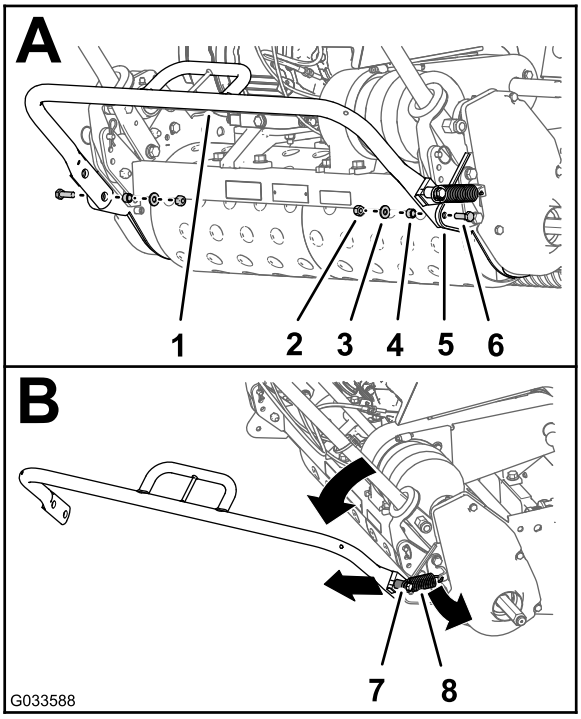

Figur 2
1. Fjern låsemøtrikken, spændeskiven, afstandsklodsen og skruen (5/16 x 1 tomme), der fastgør hver side af støttebenet til sidepladerne (A i Figur 2), med støttebenet i hævet position.
2. Fjern fjederen fra fjederstangen (1 tomme) på støttebenet (B i Figur 2).